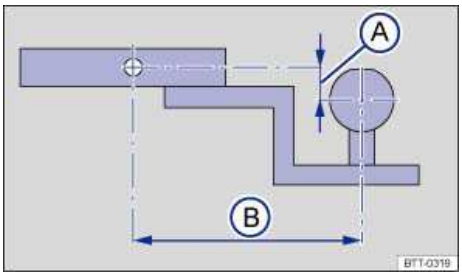

**Fig. 106** Dimensions of the ball mount support.
The receiver used requires both a ball mount and a ball that meet special requirements regarding geometry and size. This applies to both the height of the ball above the surface where it attaches ⇒fig. 106 (A), and the pin-to-ball distance (B).